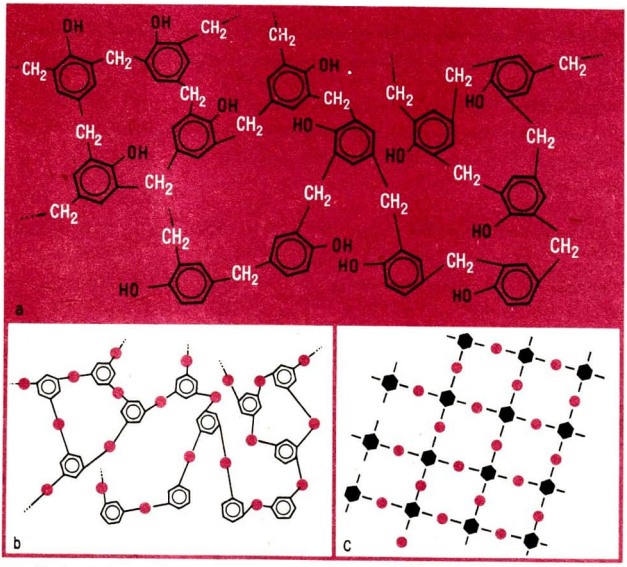

Abb. 45 Struktur eines Phenoplasts
An diesen Stellen treten Verknüpfungen auf, so daß die Phenoplastmoleküle schließlich räumliche, netzartige Gebilde darstellen (Abb. 45) (Experiment 40). ④